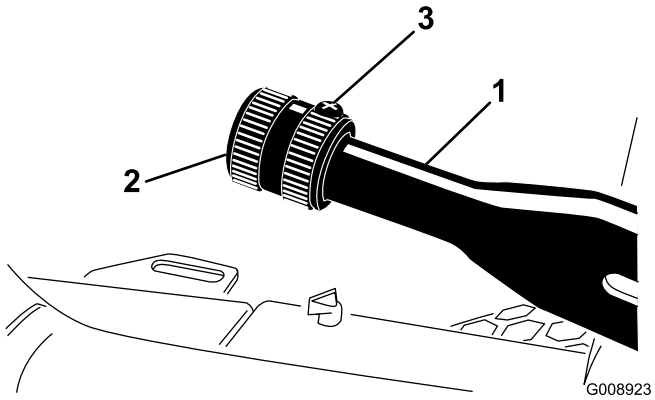

Figur 68
1. Løsn sætskruen, der fastholder grebet på parkeringsbremsehåndtaget (Figur 68).